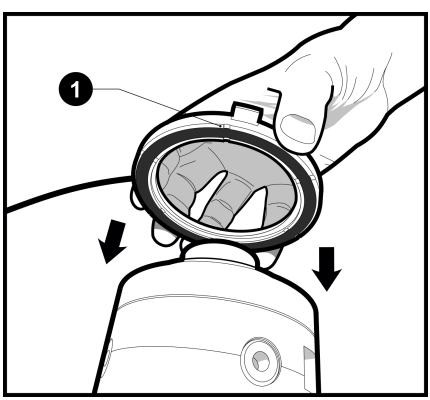

**Рис. 21**
**3.15** На рабочей стороне магнита находится система масляных каналов. Установите магнит этой стороной к муфте. (**Рис. 21**)